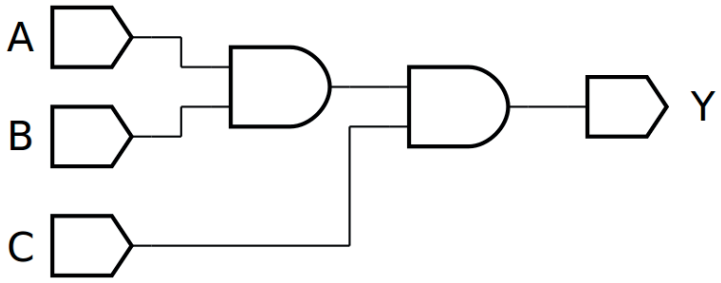
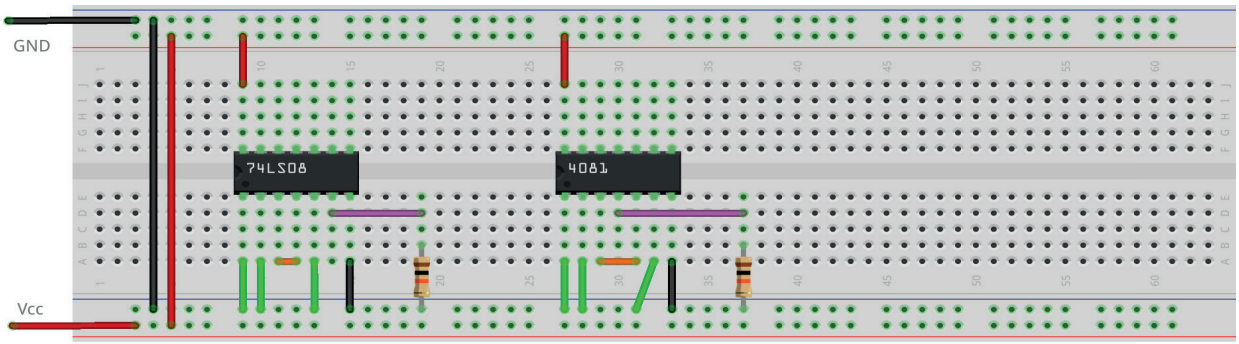
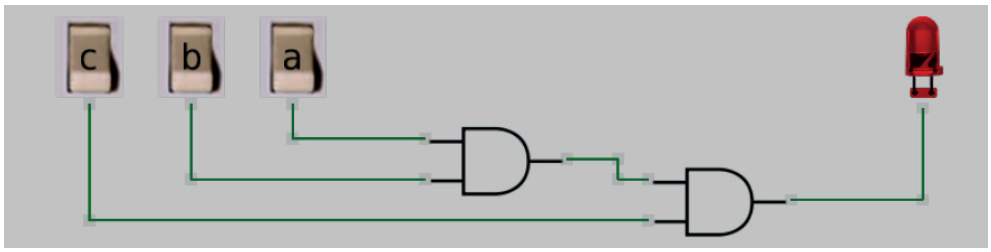

Figura 3.8 – Diagrama esquemático.
Figura 3.9 – Placa de montagem com componentes.
Figura 3.10 – Simulação da porta E com 3 entradas no Atanua.
1. Monte o circuito da figura 3.8, conforme mostrado na figura 3.9, na placa de montagem.
s) Conecte os fios verdes. Os fios verdes estão conectados ao terra e portanto fornecendo valor lógico (0) às entradas de todas as portas do CI.
8. Simule, no computador, o circuito da figura 3.8 utilizando os programas SmartSim e Atanua (figura 3.10) e Qucs (figura 3.11). Compare os resultados com a tabela 3.2 e 3.4.